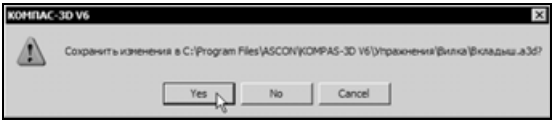

Рис. 7.92
- Закройте окно подсборки **Вкладыш,** с сохранением внесенных изменений (рис. 7.92).